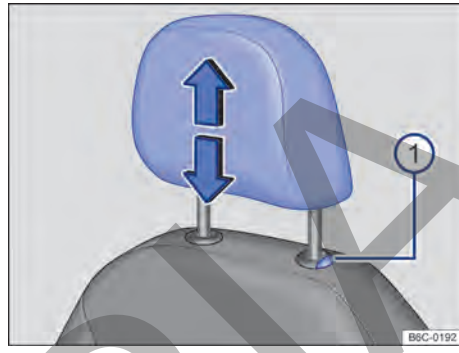

Fig. 65 Apoyacabezas delantero: desmontar.
– Retirar el apoyacabezas con el botón → fig. 65 (1) presionado.
– Empujar hacia abajo totalmente el apoyacabezas con el botón → fig. 65 (1) presionado.